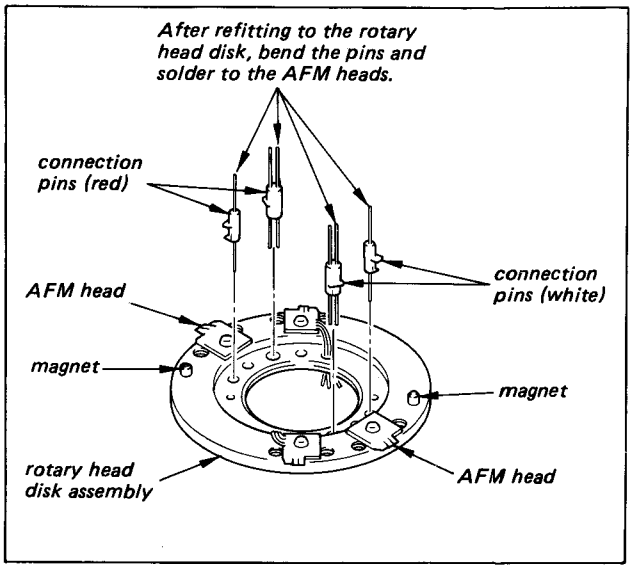

Fig. 3-5 How to refit rotary head disk (2)
2) Refit the four connection pins to the rotary head disk assembly (See Fig. 3-5).
3) Bend the connection pins and solder them to the AFM heads (See Fig. 3-5).